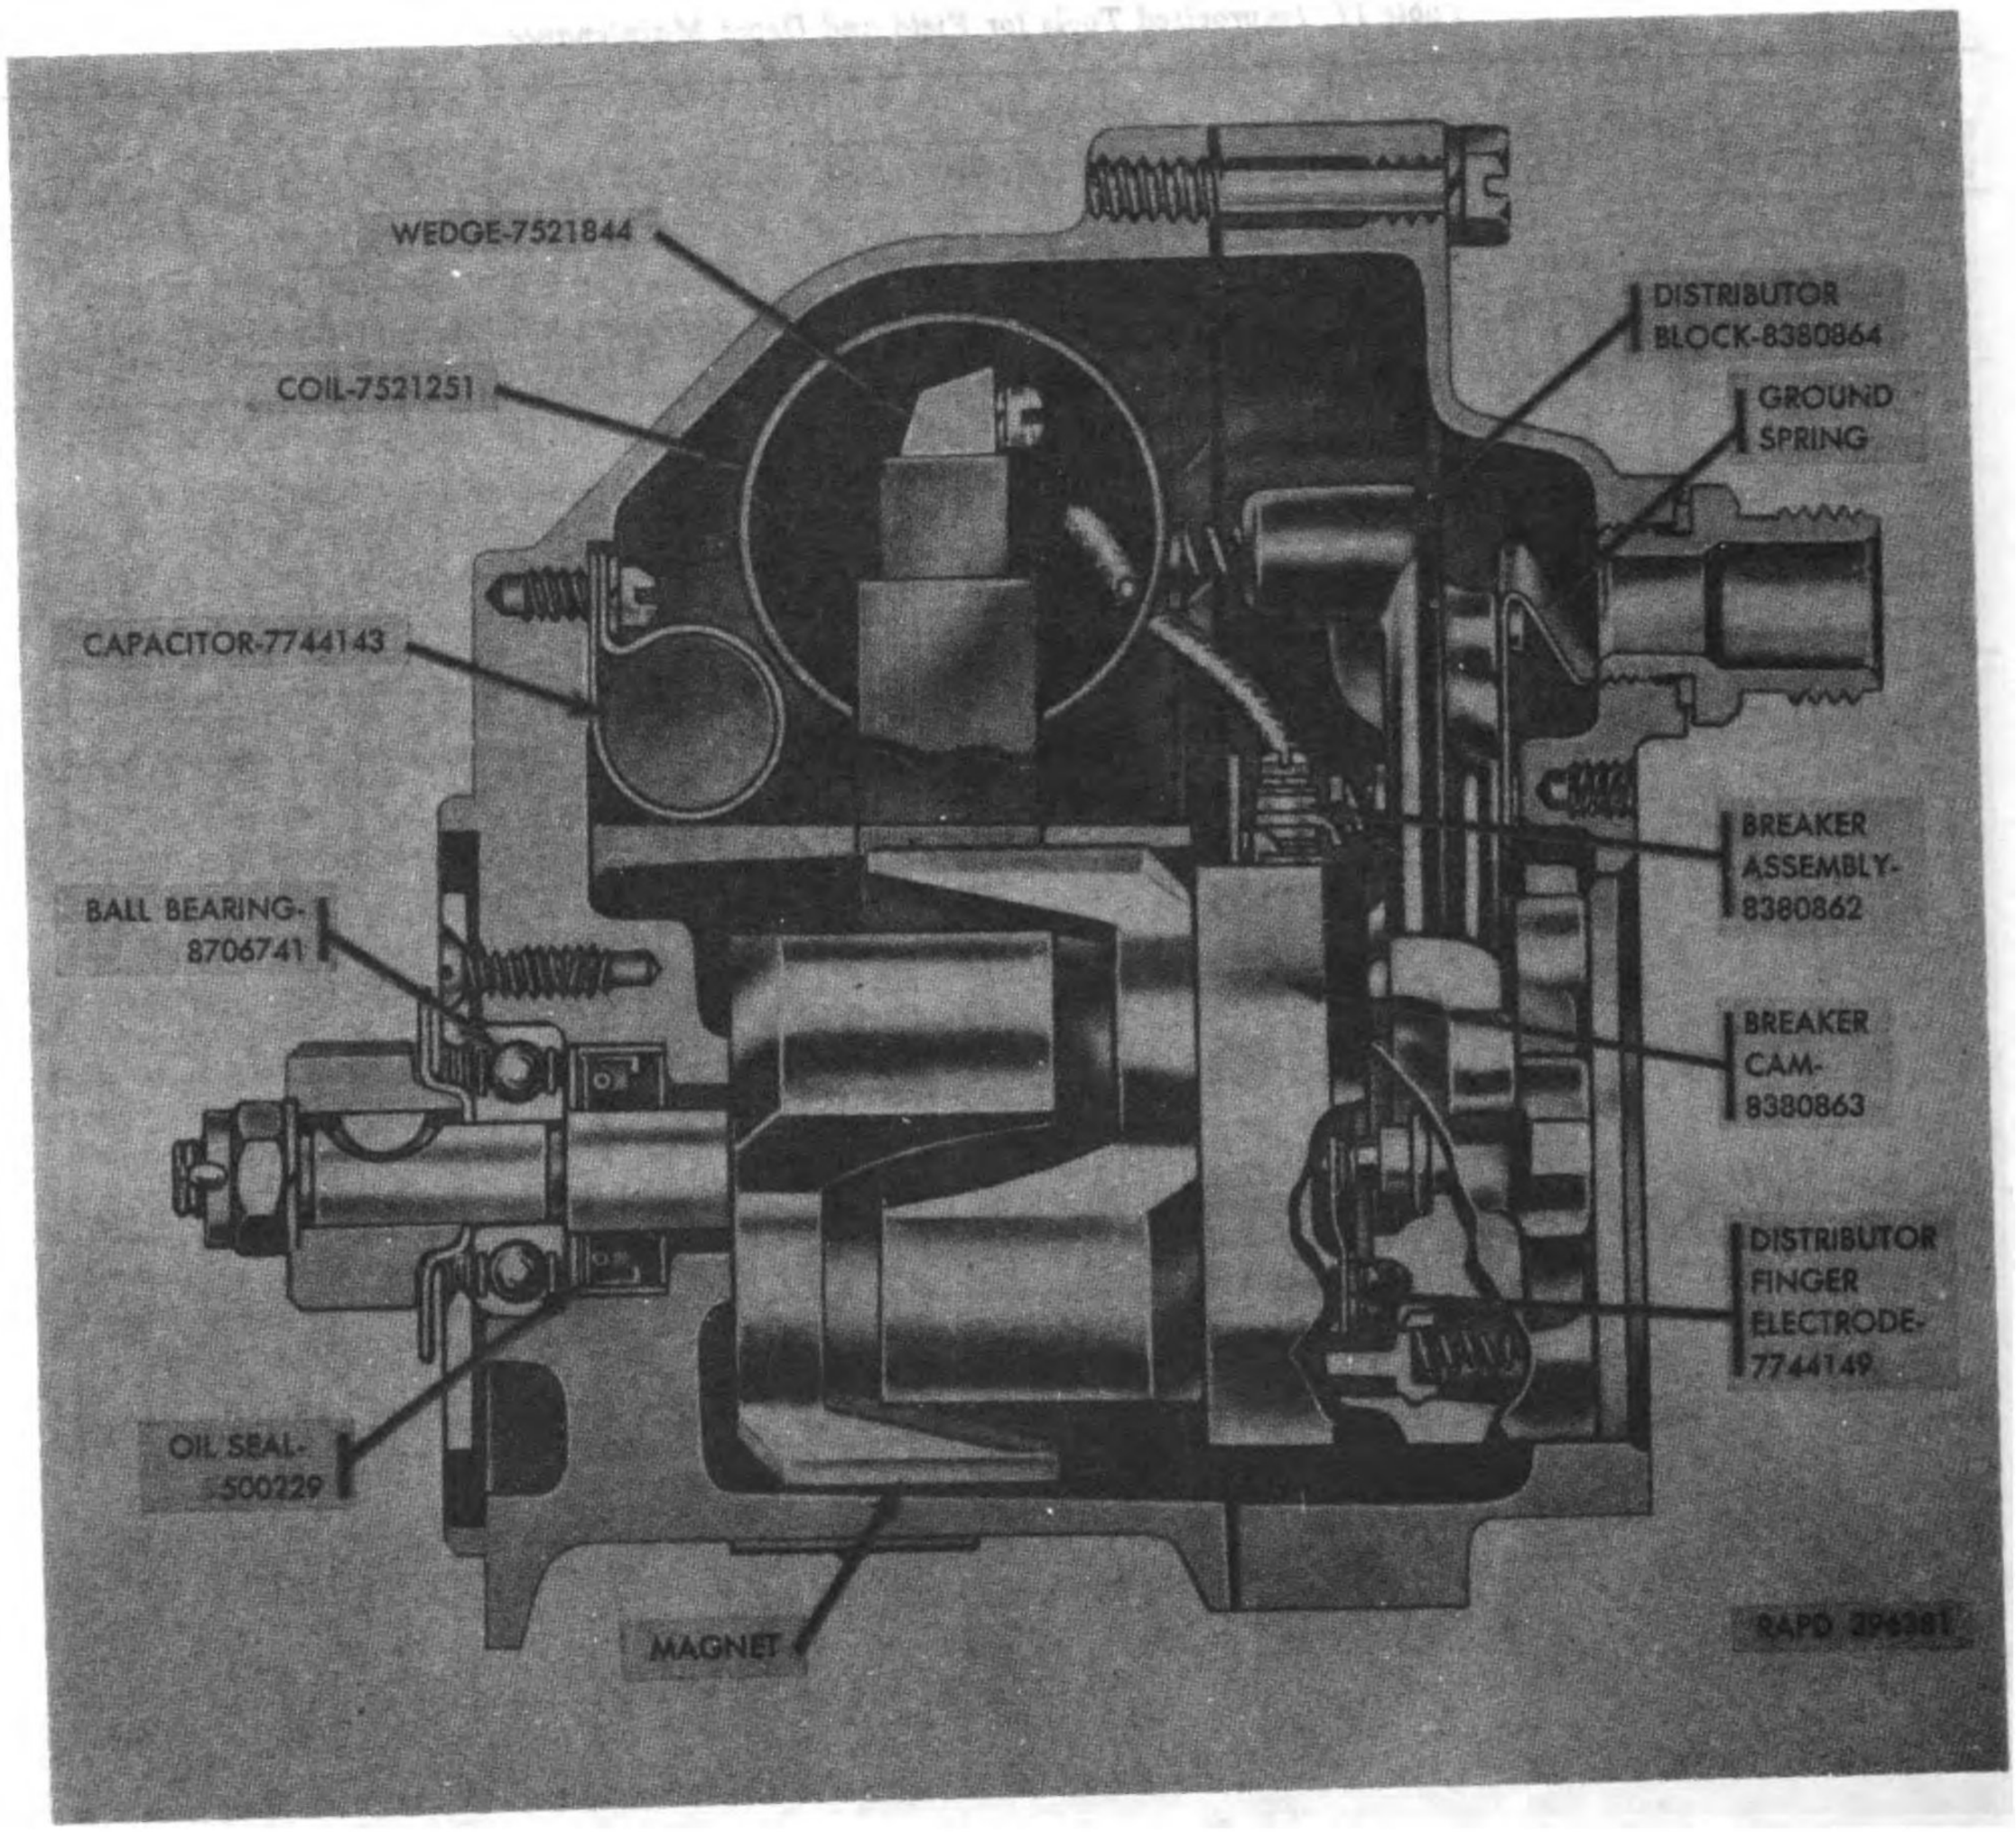
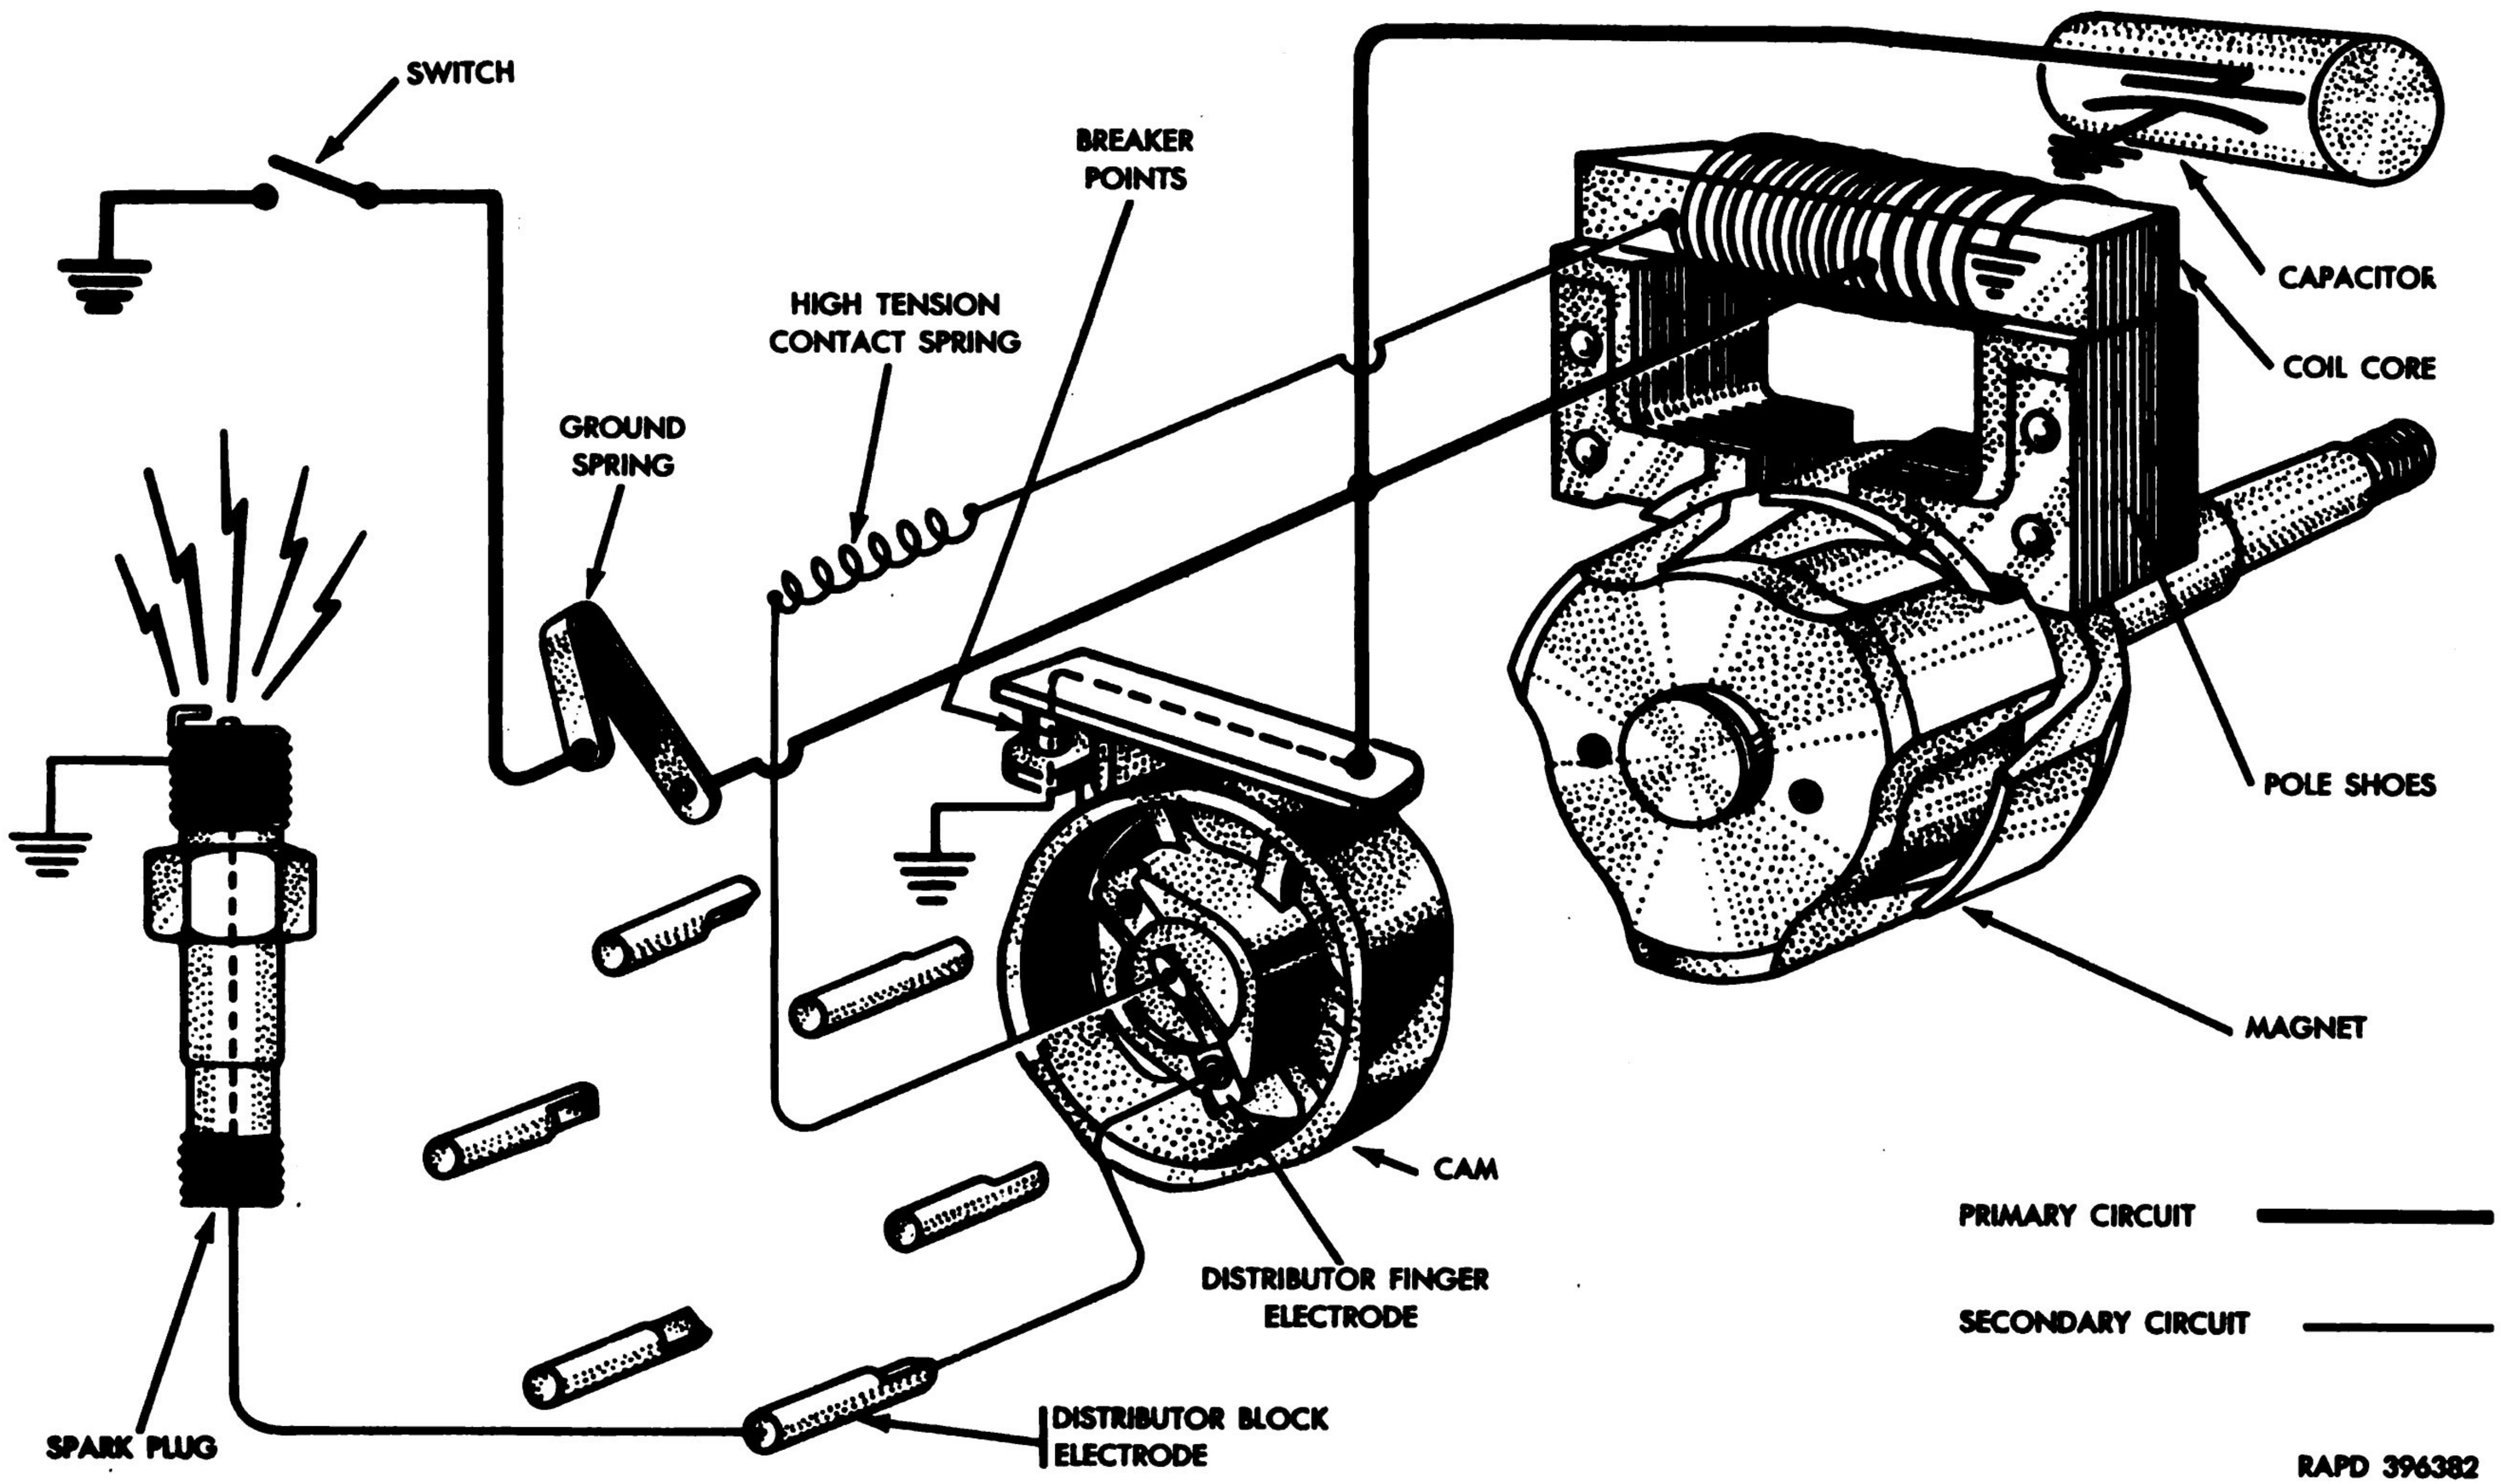

Figure 5. Type S6LN-32 magneto—cutaway view.
Figure 6. Magneto electrical system—schematic diagram.
a. Mechanical Action. The rotating magnet turns on a single row ball bearing and a bronze bearing in the drive end of the magneto (fig. 5). Rotation of the magnet causes the cam to operate the breaker assembly which alternately opens and closes the contact points which are part of the breaker assembly. The cam is lubricated by a felt follower, also part of the breaker assembly. The distributor rotor, which is driven by the magnet shaft is in constant contact with a brush and spring assembly in the distributor block.
b. Electrical Operation. Operation of the magneto (fig. 6) depends upon the principle of flux reversal. The rotating magnet rotates in close relation to a pair of laminated iron pole shoes cast in the housing. The laminated core of the magneto coil contacts the upper ends of the pole shoes and is held in place by two securing wedges. In this way, a complete path is provided for the lines of magnetic flux, out of a north pole of the magnet, through one pole shoe, through the coil core, and back to a south pole through the other pole shoe. Consequently, as the magnet is rotated one complete revolution, the direction of flux lines through the pole shoes and coil core is reversed once for each pole of the magnet. The flux reversals in the magnetic circuit induce a current in the primary winding of the coil when the breaker points are closed. The flow of current in the primary winding is accompanied by the build up of a magnetic field around the primary circuit. When the breaker points, which are actuated by the cam, are opened, the energy in the magnetic field of the primary circuit is suddenly released, thereby inducing high voltage in the secondary winding. The high tension current of the secondary circuit travels from the high tension contact of the coil to the high tension spring of the distributor block and through an internal insert to the center electrode of the block. The current is picked up by the spring on the distributor finger and conducted to the distributor finger electrode (fig. 5) from where it is delivered to the distributor block electrodes at the proper intervals. High tension cables carry the current to the spark plugs in the engine cylinders where the discharge or spark for ignition purposes occurs.